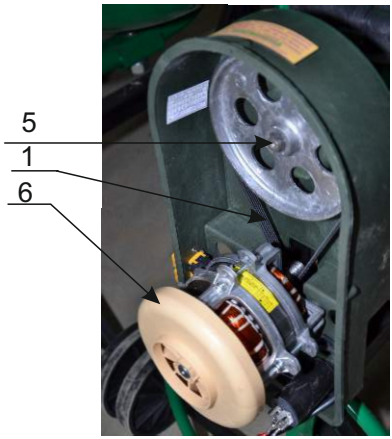

Рис. 5
1. Заміна ременя 1 (Рис. 5)
2.4. За допомогою прутка приставленого до центру віссі 5 (Рис. 5) ударами молотка вибити вісь з шестернею з направляючої 4 (Рис.4).